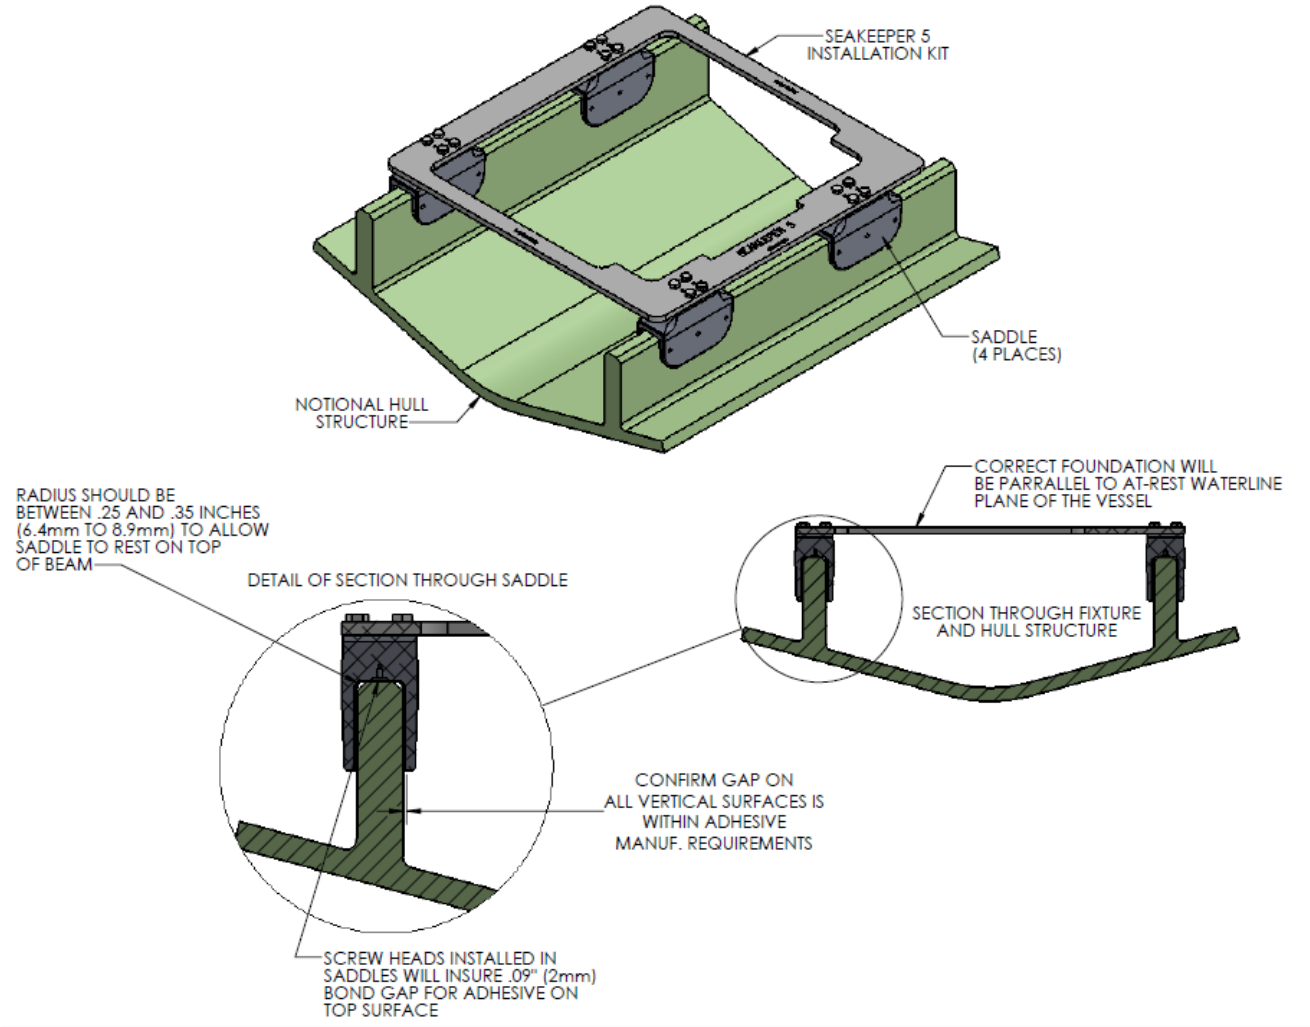

FIGURE 7 – SADDLE INSTALLATION FIXTURE ON NOTIONAL HULL STRUCTURE
6) Lower fixture and saddles over the hull structure and apply light downward pressure to each of the four saddles until the two nylon screws rest on the hull structure (SEE FIG. 7). The adhesive will be forced towards the forward and aft ends of each saddle and partially down the sides of the foundation beams.